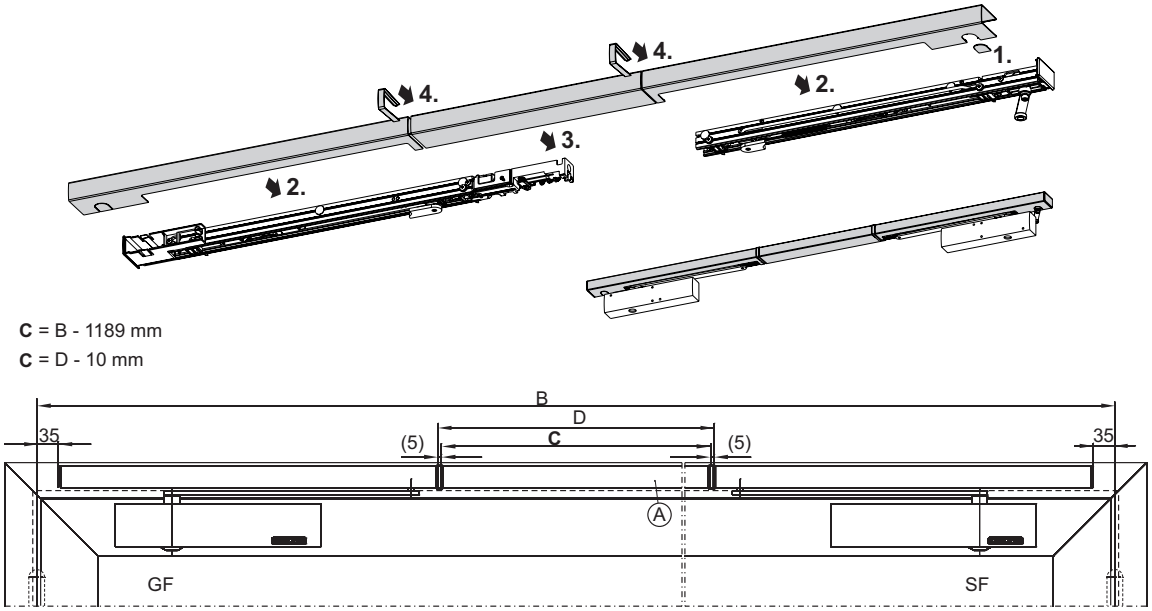

Fig. 6.11.1
- Raccourcir à la cote „C“ le cache central „A“ pouvant être recoupé à longueur (**Fig. 6.11.1**).